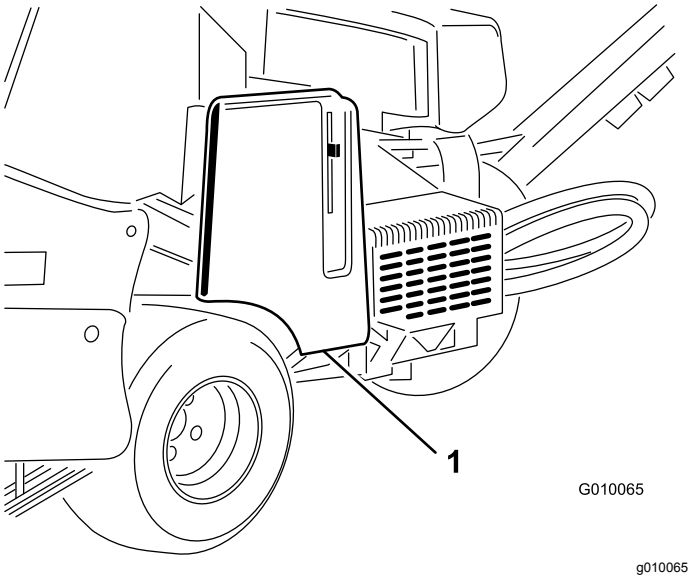

Figur 56
2. Lås opp og ta av remdekselet (Figur 56).